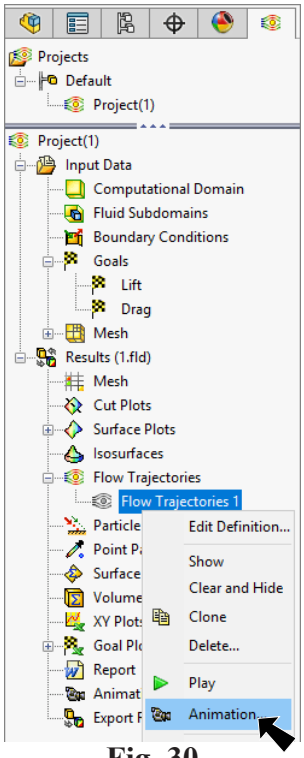

Fig. 30
Step 2. **Right click Flow Trajectories 1** in Flow Simulation tree and click **Animation**, **Fig. 30**.